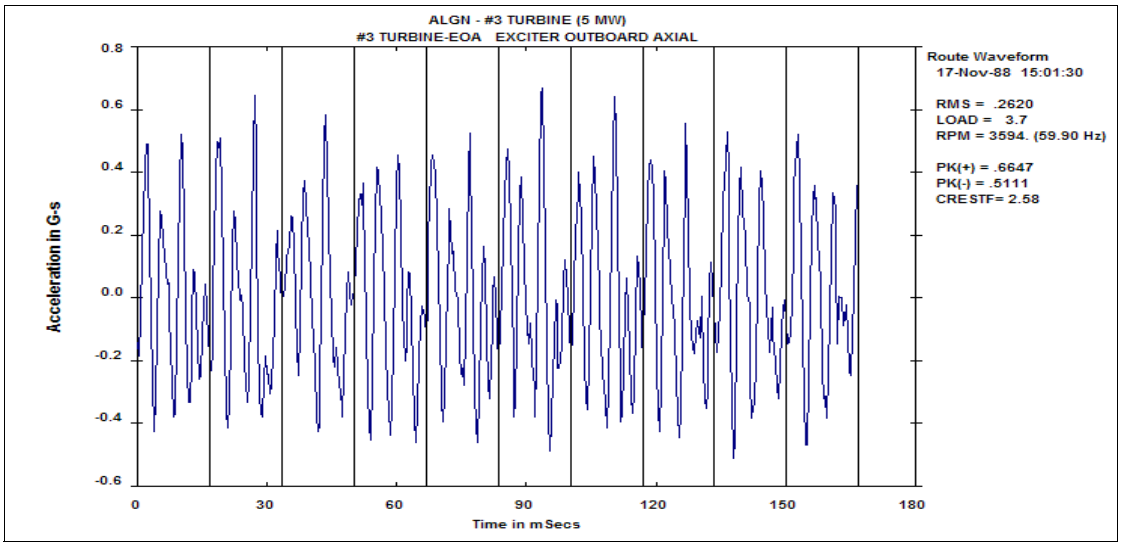

Figure 28
Analysis of the exciter outboard axial waveform indicates a very simple, cyclic, somewhat sinusoidal pattern. Three or four peaks per shaft revolution are present. This evidence indicates that repetitive force is driving the vibration. Amplitudes are relatively low at plus or minus 1g. (Figure 28)
1) Prevalent synchronous energy (Figure 28)